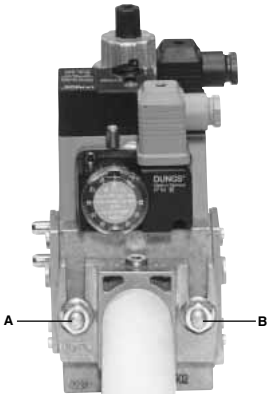
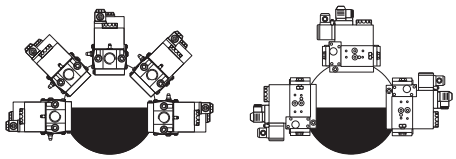

Fig. 6
Fig. 9
3. apretar los tornillos A, B, C y D (Fig. 6 - Fig. 7), respetando las posiciones de montaje (Fig. 9);